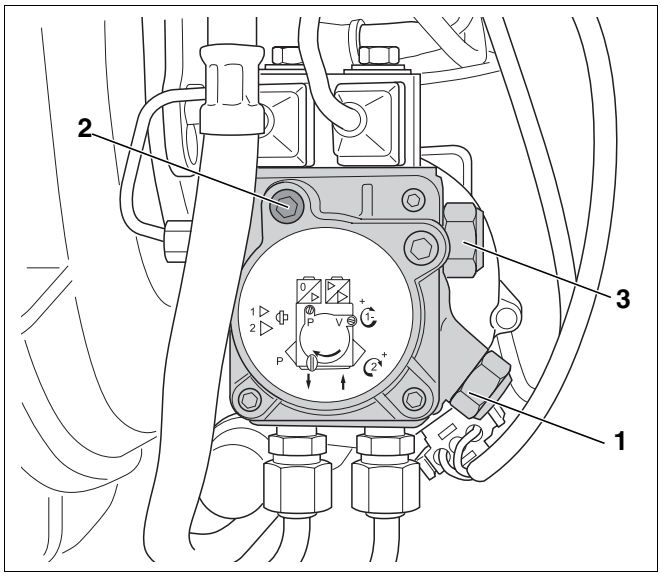

Rys. 45 Ustawianie ciśnienia
Nieznaczne przestawienie śruby do regulacji ciśnienia (rys. 45, **poz. 1** i **3**) powoduje zmianę ciśnienia pompy olejowej i tym samym zmianę zawartości CO_2 dla stopnia 2 lub 1.
- Wkręcić manometr ciśnienia oleju do odpowiedniego przyłącza (rys. 45, **poz. 2**) pompy olejowej (oznaczenie "P").
- W trakcie korekty zawartości CO_2 oraz pomiaru zawartości CO dla 1 stopnia użyć właściwej śruby regulacji ciśnienia (rys. 45, **poz. 3**, strona 50).